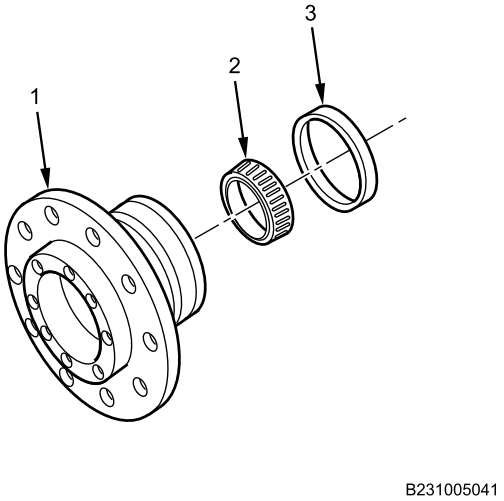

Figure 5. Hub, Bearing, and Seal.
8. Remove seal (Figure 5, Item 3) and inner bearing cone (Figure 5, Item 2) from hub (Figure 5, Item 1). Discard seal (Figure 5, Item 3).